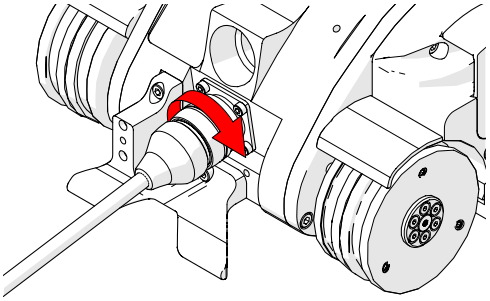

Fig. 83 - Align with crawler's umbilical mount
2. Twist the umbilical's sleeve clockwise locking the umbilical in place *(Fig. 83)*.